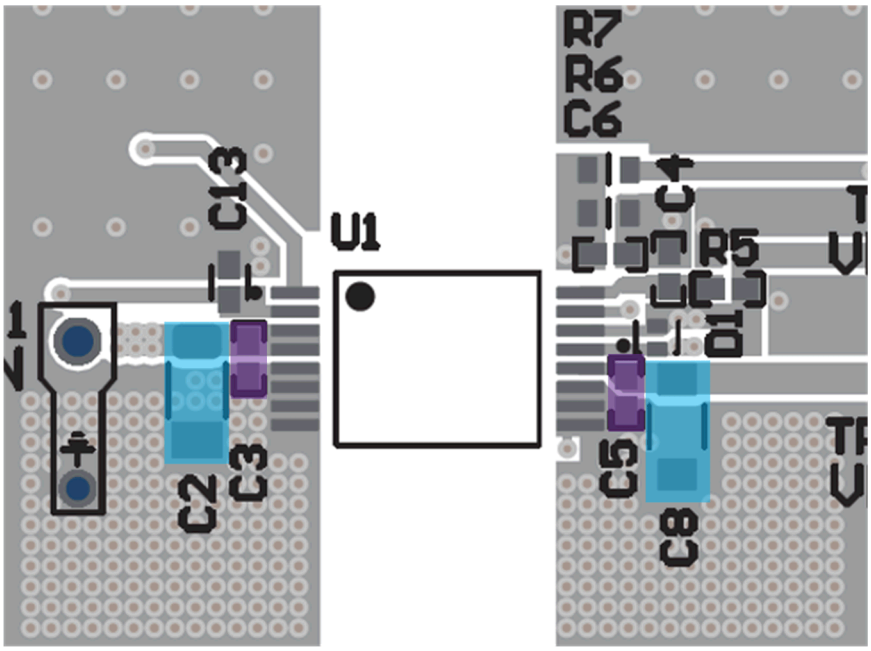

図 8-6. VIN (C2、C3) と VDD (C5、C8) コンデンサ
b. 図 8-6 に示すように、バルク VIN コンデンサ (C2) は可能な限り近く、0.1μF 高周波バイパス コンデンサ (C3) と平行に、PCB 上で IC と同じ側に配置します。
2. パワー グッド ピン デカップリング コンデンサ:デカップリング コンデンサは、ピン 2 (パワー グッド ピン) の近くに、PCB の UCC35131-Q1 と同じ側に配置する必要があります。図 8-6 に示す C13 の配置を参照してください。
b. 図 8-6 に示すように、バルク VDD-COM コンデンサ (C8) は可能な限り近く、0.1μF 高周波バイパス コンデンサ (C5) と平行に、PCB 上で IC と同じ側に配置します。